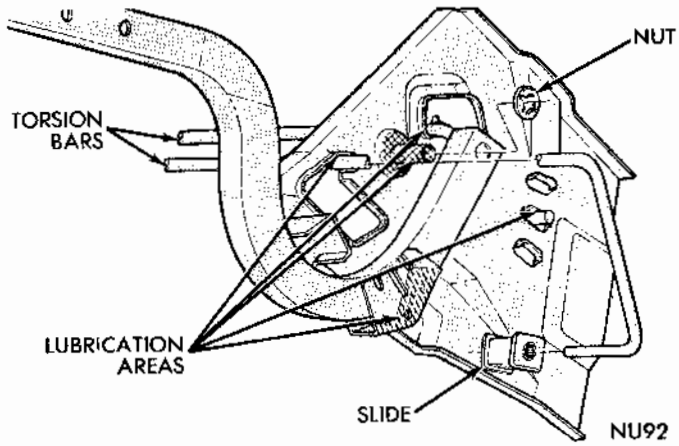

Fig. 32 - Deck Lid Torsion Bar
(1) Remove deck lid assembly and disengage torsion bar from hinge (Fig. 32) being removed.
(2) Remove hinge to hinge bracket spring nut and remove hinge.
(1) Remove torsion bar (Fig. 32) from adjustment slot.
(2) Push bar out of roller in hinge arm and remove from hinge support.